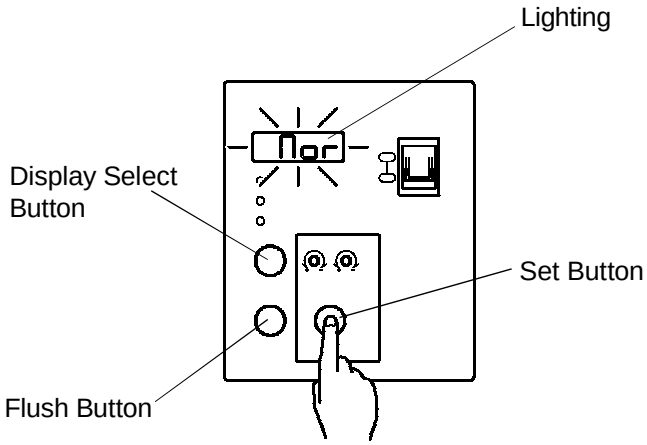

Fig. 30
6) Check that the Display Window is showing ”Nor”. “Nor” indicates that the unit is currently in the Normal Mode. See Fig. 30.